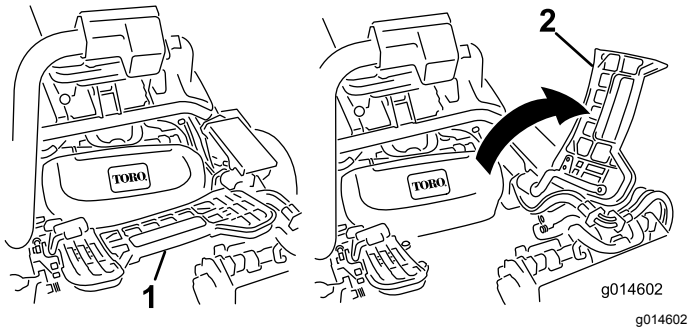

Figur 44
2. Løft opp fothvileren og drei den åpen, slik at man kan komme til midtstillingen til klippeenheten (Figur 44).